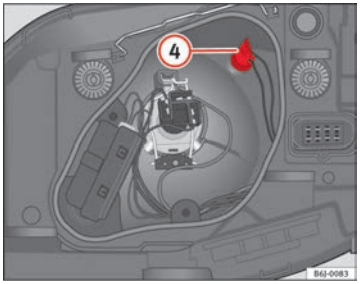

Fig. 147 Side lights
– Remove the bulb holder (4) ⇒ Fig. 147 outwards.